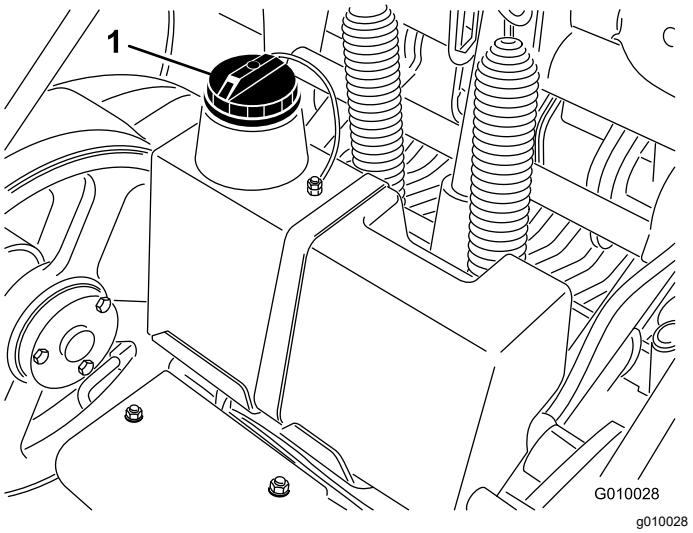

Figur 62
3. Rengør området omkring påfyldningshalsen og hydrauliktankens dæksel (Figur 62). Fjern dækslet fra påfyldningsstudsen.